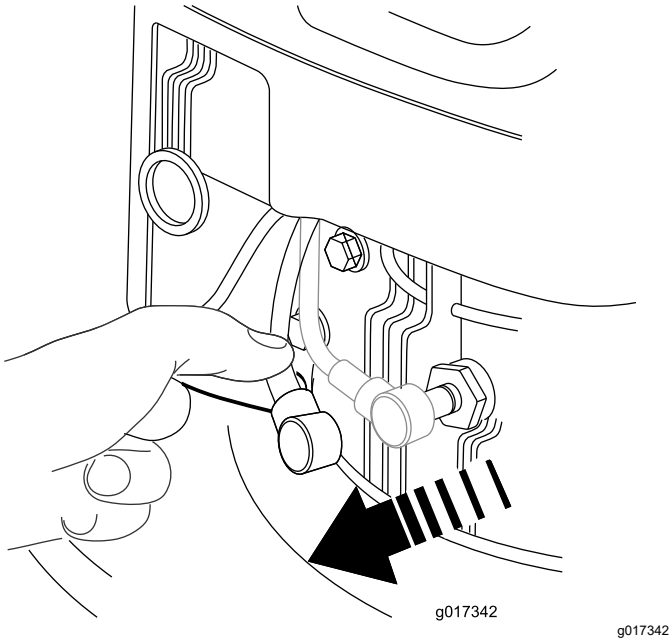

Рисунок 19
2. Отсоедините провод от свечи зажигания (Рисунок 19), прежде чем выполнять любые процедуры технического обслуживания.
2. Отсоедините провод от свечи зажигания (Рисунок 19).